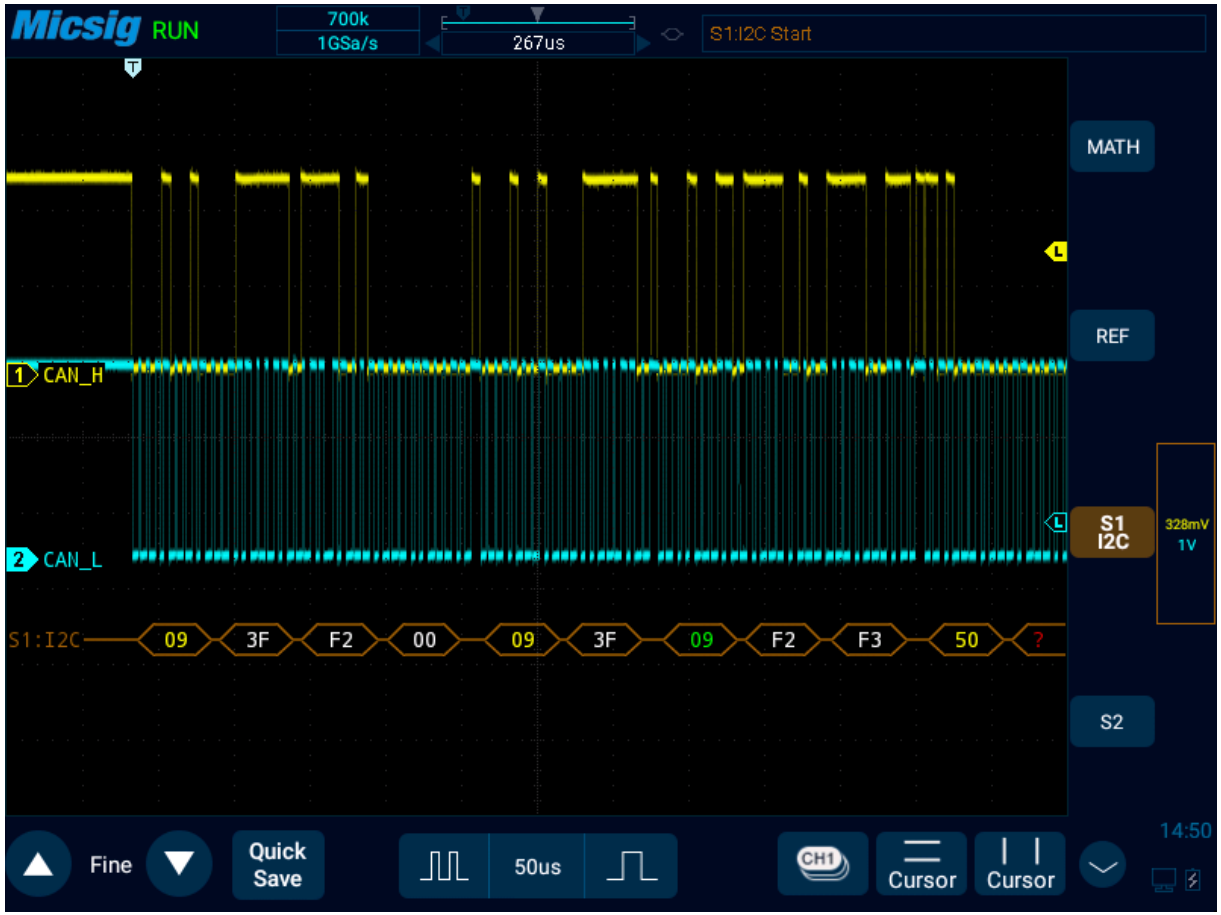

Figure 12-24 I2C Graphic Interface
(1) Tap S1 to open the decode channel, and click S1 again to open the bus configuration menu;
(2) Select the bus type as “I2C”, open the bus setting menu, and select the clock SCL as Ch2 channel;
(3) Open the trigger mode configuration menu and click “Start Condition” on the touch screen.
(4) Set the threshold level of two channels according to signal amplitude; I2C trigger graphic interface is shown in Figure 12-24: